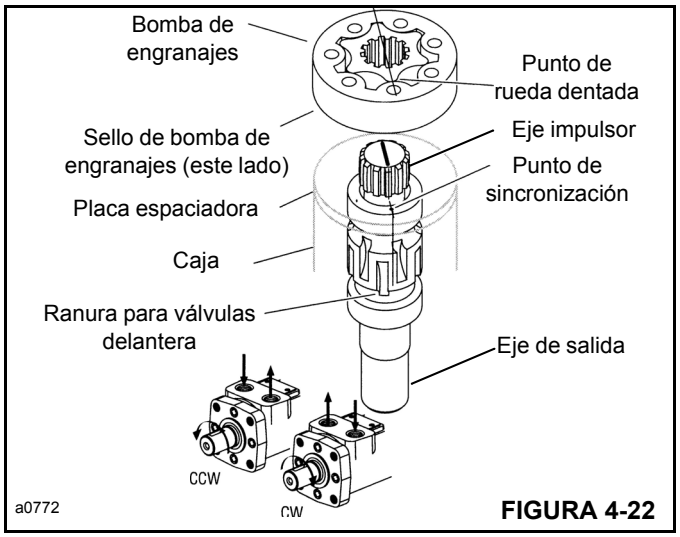

FIGURA 4-22
15. Instale el eje impulsor (14, Figura 4-14). Utilice un marcador con punta de fieltro para marcar un diente impulsor. Alinee esta marca con el punto de sincronización en el eje de salida (Figura 4-22).
16. Instale la placa espaciadora (15).
17. Instale el sello (13) en la ranura para sello de la bomba de engranajes. Cuidadosamente coloque la bomba de engranajes en la placa espaciadora, con el lado del sello hacia la placa espaciadora. Alinee cualquier punto de la rueda dentada con el diente marcado en el eje impulsor (Figura 4-22).